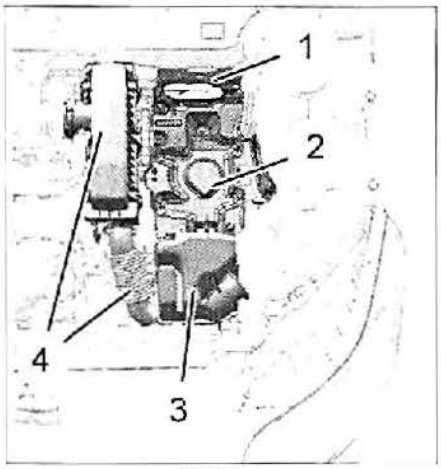

FIG. 1
• Desmontar **(fig. 1):**
- el conjunto filtro de aire y conductos (4)
- el resonador de admisión de aire (3)